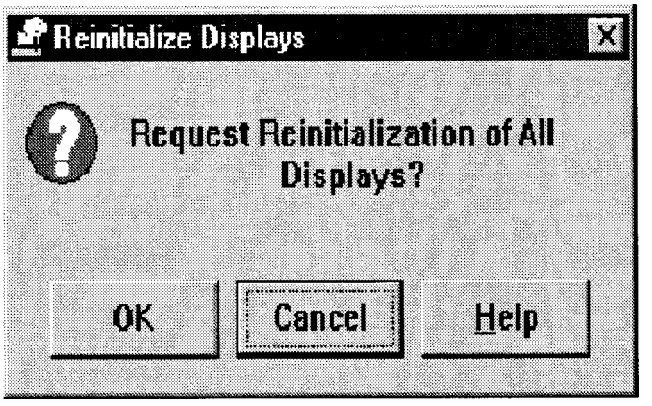

FIGURE 4-7. REINITIALIZE DISPLAYS DIALOG BOX
2. Observe the Reinitialize Displays confirmation window (Figure 4-7).